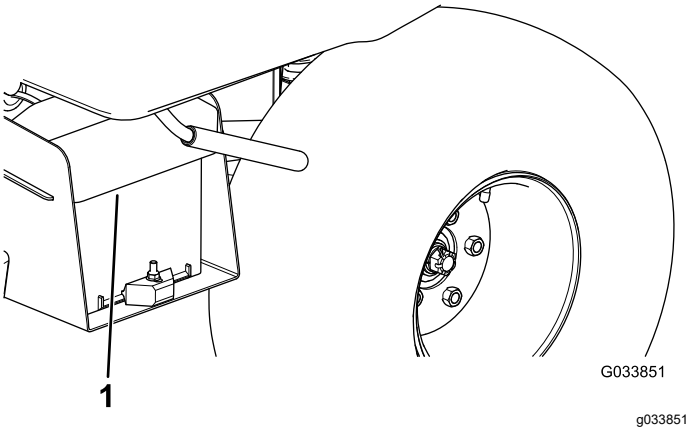

Figur 4
1. Kläm batterikåpan för att frigöra flikarna från batterilådan (Figur 4).
2. Ta bort batterikåpan från batterilådan (Figur 4).
6. Rikta in batterikåpan mot batterilådan (Figur 4).
7. Kläm ihop batterikåpan, rikta in flikarna mot batterilådan och släpp batterikåpan (Figur 4).